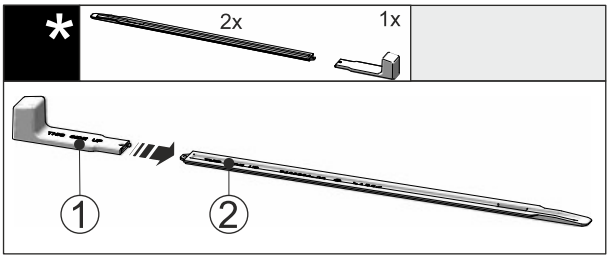

*Fig. 48*
▶ Atașați mânerul de montare *Fig. 48 (1)* la șina de nivelare *Fig. 48 (2)*.